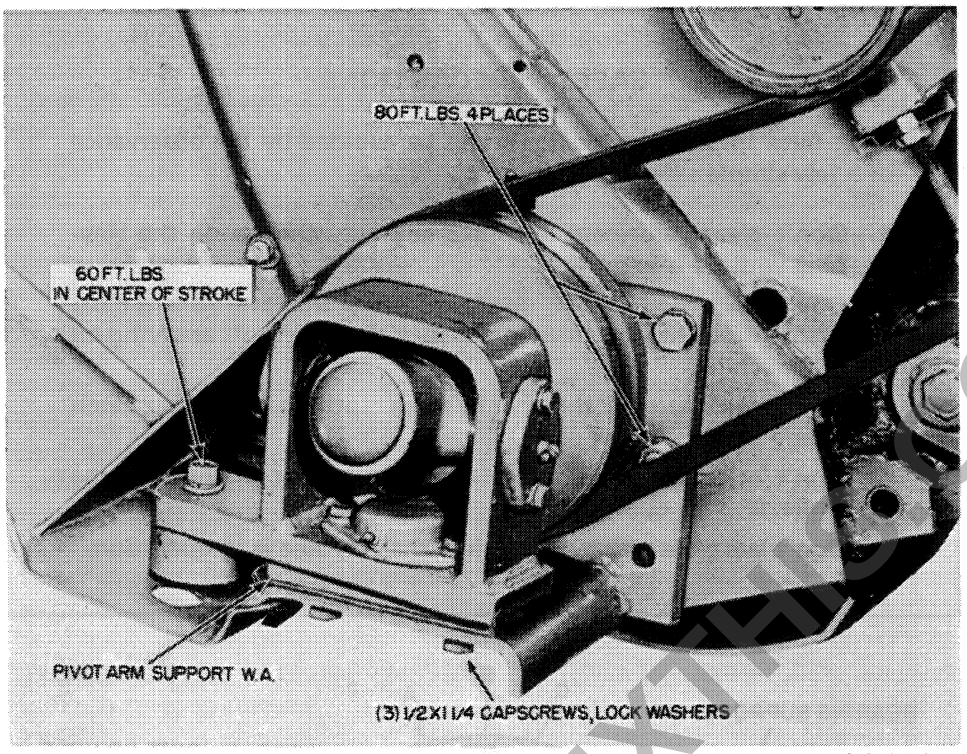

FIGURE 2
3. Remove the three ½ x 1¼ cap screws, Fig. 2, securing the pivot arm support W.A.